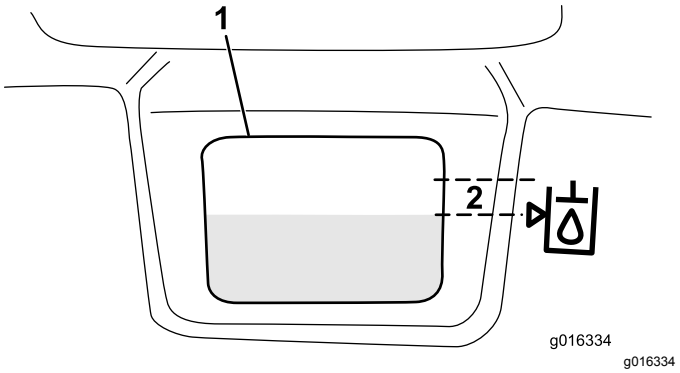

Figur 33
3. Fyll beholderen langsomt med passende hydraulisk olje til nivået er ved eller ikke mer enn 6 mm fra pilen i symbolet ved siden av det hvite vinduet foran på beholderen (Figur 33). Ikke fyll på for mye.